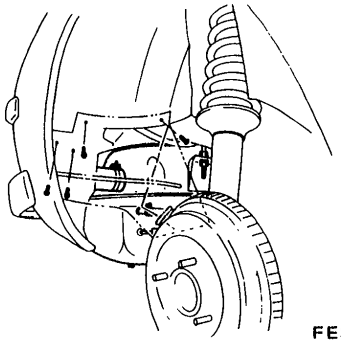

Fig. FE-8 Removing fuel filler hose protector
3. Loosen screws attaching fuel filler hose protector and remove it. See Figure FE-8.